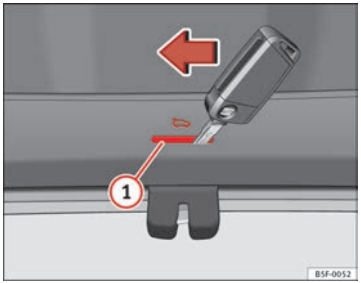

Fig. 58 Luggage compartment: access to manual release
– Use a screwdriver to remove the cover through the slot ⇒ Fig. 58 A.
– Insert the key into the envisaged hole and turn it in the direction of the arrow until the knob is released ⇒ Fig. 58 B. ■